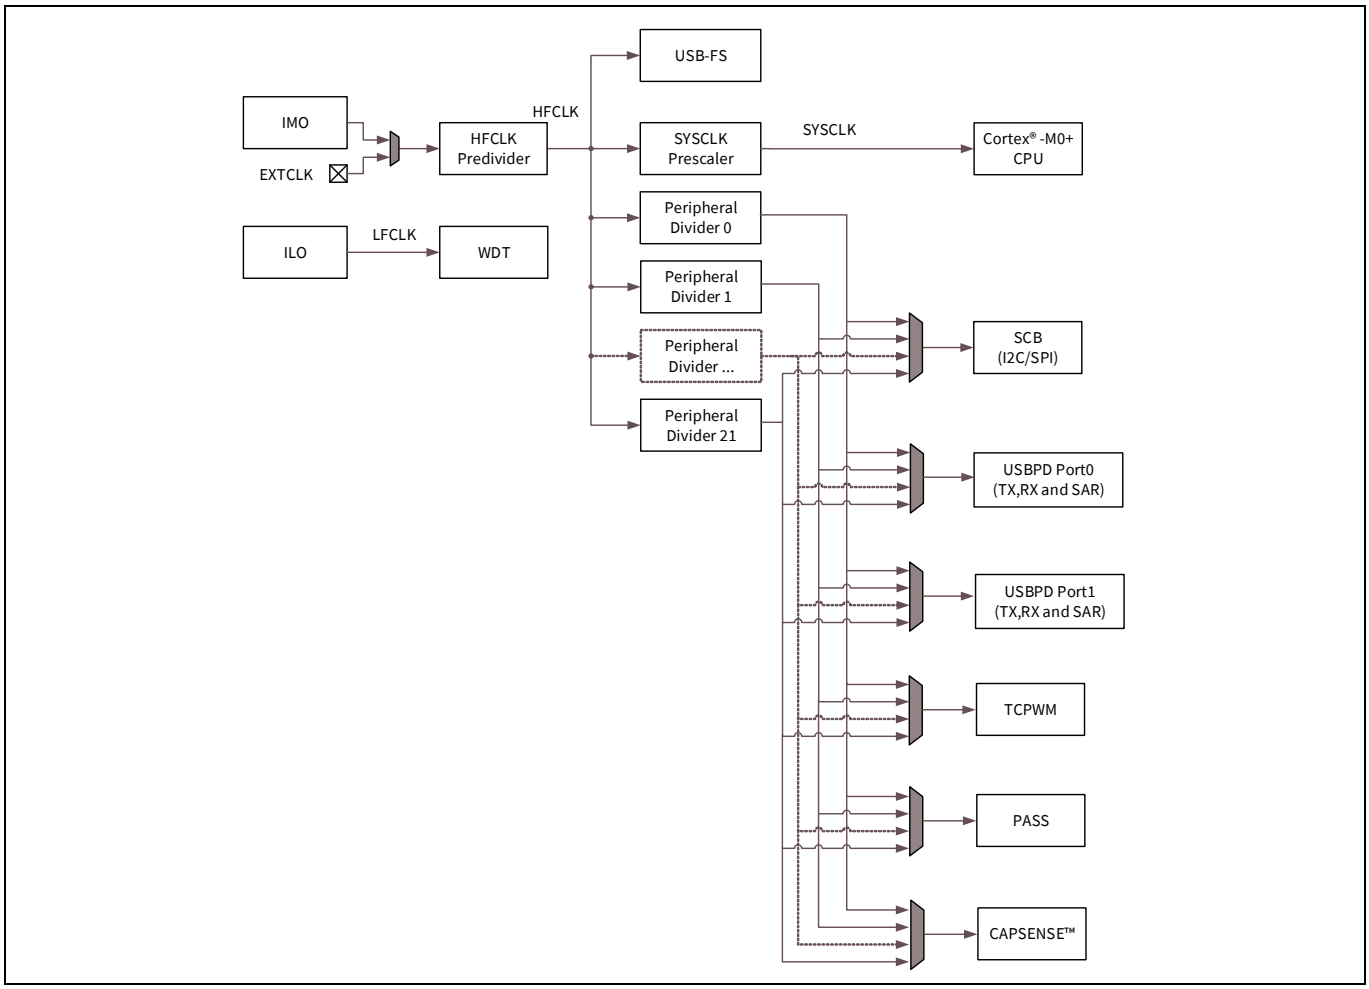

**Figure 10-1. Clocking system block diagram**
**Figure 10-1** gives a generic view of the clocking system in EZ-PD™ PMG1-S3 MCU devices.
The three clock sources in the device are shown in **Figure 10-1**. The HFCLK mux selects the HFCLK source from an external clock source or the IMO. The HFCLK predivider divides the HFCLK input. The SYSCLK prescaler generates the SYSCLK and the peripheral dividers generate the individual peripheral clocks. The ILO sources the LFCLK.
EZ-PD™ PMG1-S3 MCU clocks are developed and distributed throughout the device, as shown in **Figure 10-1**. The distribution configuration options are as follows: